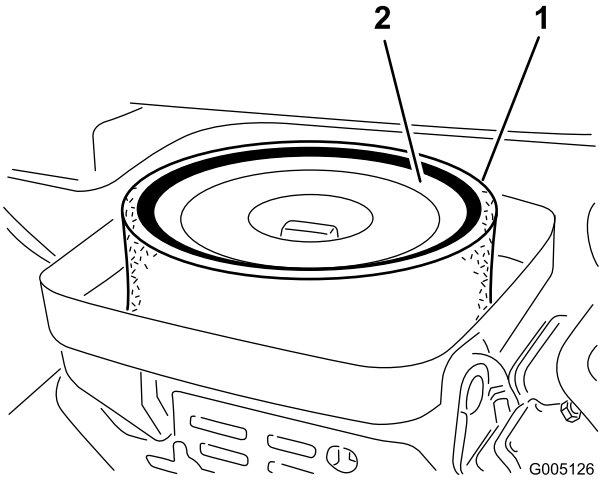

**Figuur 42**
3. Als het schuimelement vuil is, moet u dit verwijderen van het papierelement (Figuur 42) Dit moet grondig worden gereinigd. Ga hierbij als volgt te werk: